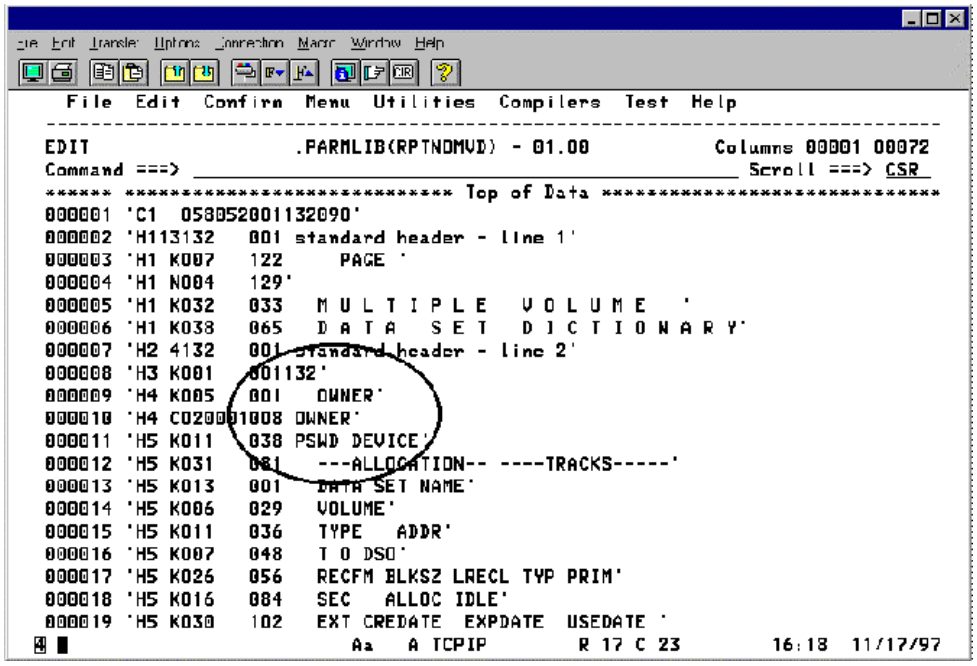

Figure 11-1: MEMBER=RPTNOMVD in the PARMLIB data set
2. Add a new formatting table as a member in PARMLIB. This table is used for printing the report (see figure 11-1).